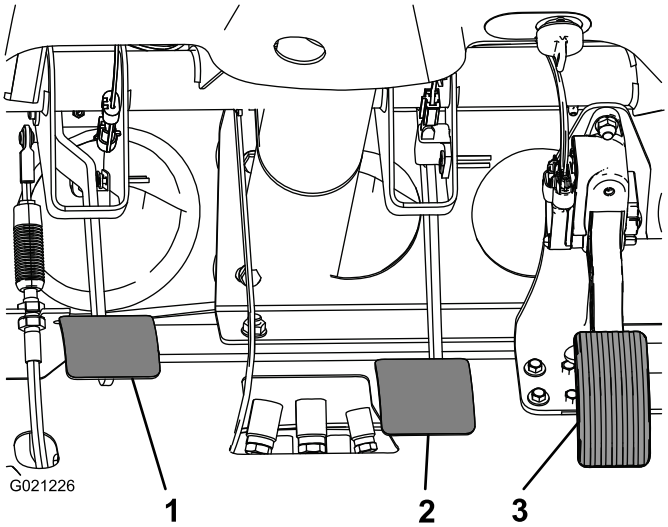

Figuur 63
2. Til het rempedaal omhoog (Figuur 63) totdat dit contact maakt met het frame.
3. Draai de contramoeren los waarmee de gaffel is bevestigd aan de as van de hoofdremcilinder (Figuur 63).